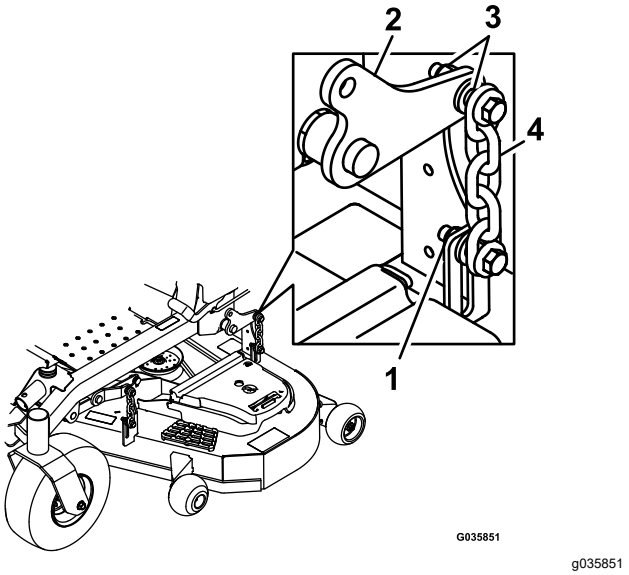

Figur 84
13. Løsn låsemøtrikkerne (Figur 84) på alle fire hjørner, og kontroller, at plæneklipperskjoldet sidder sikkert på alle fire blokke.